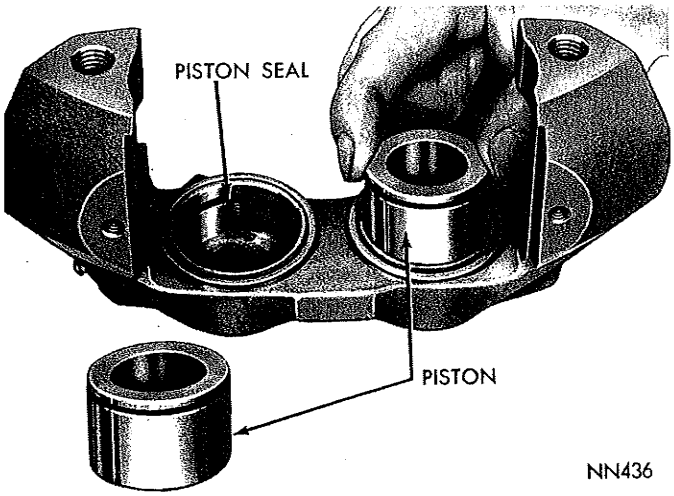

*Fig. 16—Installing Pistons in the Caliper*
(3) Dip new piston seals in clean brake fluid and install in caliper grooves. The seal should be positioned at one area in groove and gently worked around cylinder bore with a finger until properly seated. **Never use an old piston seal.** (Be sure seals are not twisted or rolled.)
(4) Coat outside diameter of pistons with clean brake fluid and install them in cylinder bores (Fig. 16) with open end of piston and boot retaining groove facing out of cylinder.
(5) Position piston squarely in bore and apply slow steady pressure until piston is positioned. **If piston will not position itself, remove piston and check position of seal for proper position in groove.**
(6) Install a new dust boot in position over caliper retaining ring and in groove in piston. **Be sure dust boot is properly seated.** Install new remaining dust boots in same manner.
(7) Install caliper half on one clamped in vise, then install assembly bolts (bridge bolts) and tighten from 70 to 80 foot-pounds. **(Under no condition should these bolts be substituted or replaced by an inferior bolt. The use of bolts other than those specified for this purpose, could cause a caliper failure resulting in an accident.**